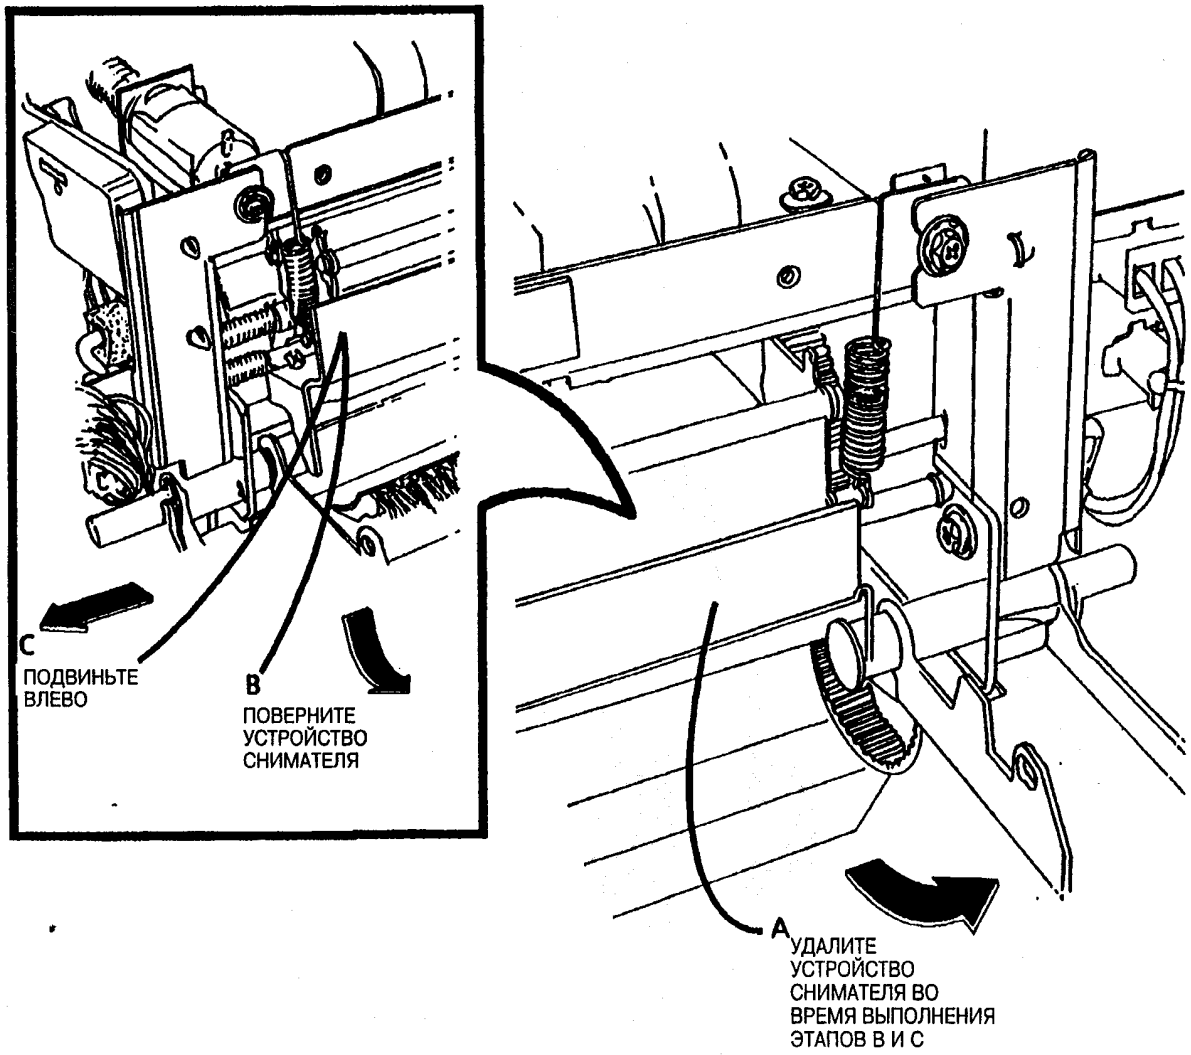

Рис. 2. Удалите устройство снимателя
4. (Рис. 2): Удалите устройство снимателя.